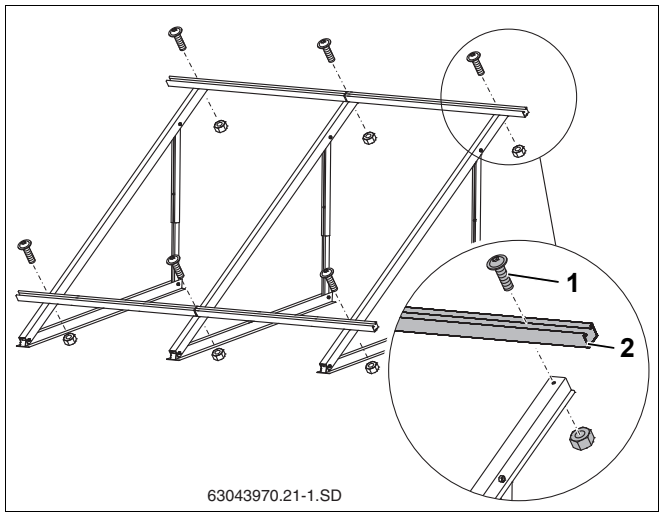

Рис. 34 Монтаж профильных реек (здесь: для 2 вертикальных коллекторов)
- Предварительно собранные профильные рейки (рис. 34, **поз. 2**) слегка закрепить винтами M8x20 (рис. 34, **поз. 1**) так, чтобы можно было их выров-нять.